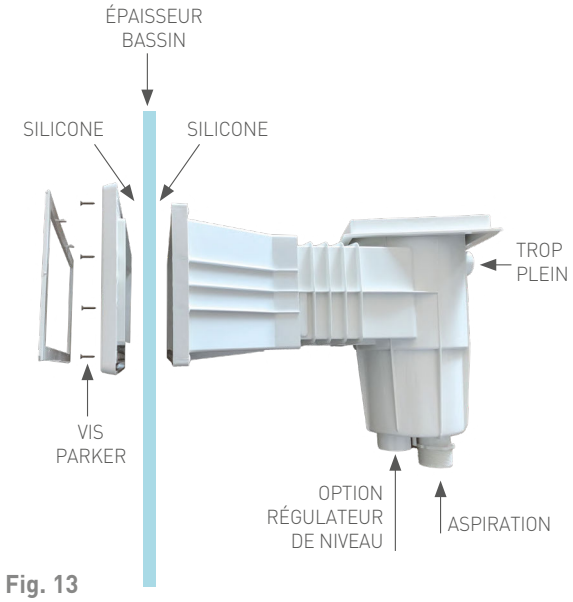

Fig. 13
- mise en place du skimmer **(Fig. 13)**.
Ces opérations terminées, procéder côté intérieur et côté extérieur à une nouvelle application de mastic aux jonctions du skimmer et de la coque. Écraser ces applications aux fins de pénétration et de lissage. Côté extérieur, le chanfrein d'angle, autour du skimmer, devra être homogène **(Fig. 13)**